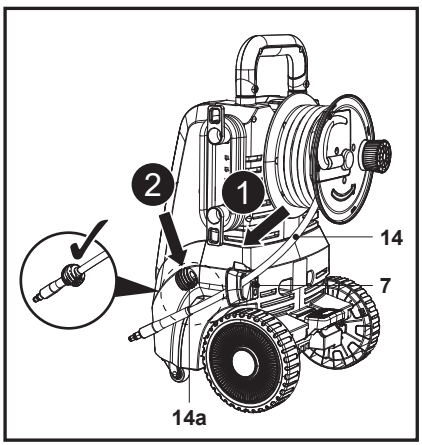

Fig. 4
2. Guider le tuyau haute pression (14) à travers le guide pour tuyau d'arrosage (7), puis fixer la bague d'arrêt (14a) à l'extrémité (Fig. 4, étapes 1 et 2).